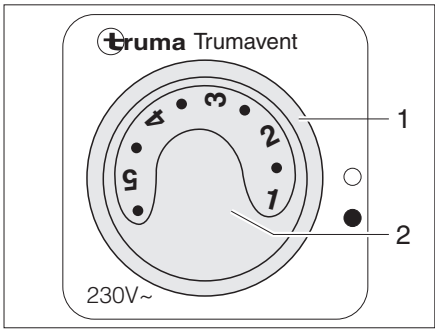

Fig. 102 Operating switch for circulation fan (240 V)
- Turn the rotary switch (Fig. 102,1) to "●".
- Turn the knob (Fig. 102,2) to the required position of the circulation fan.
- Turn the rotary switch (Fig. 102,1) to "○".